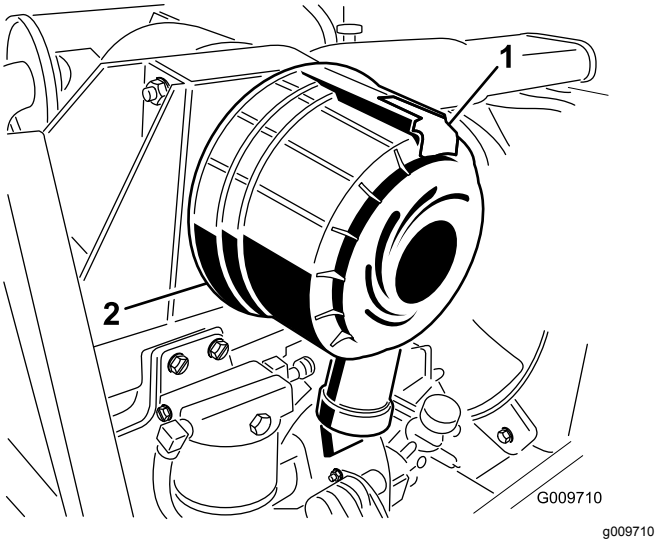

**Figuur 50**
1. Trek de vergrendeling naar buiten en draai het luchtfilterdeksel linksom (Figuur 50).